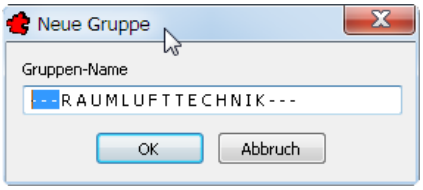

Bild 27.32 – Gruppen lassen sich durch geschickte Namensgebung hervorheben
- Stellen Sie dem eigentlichen Namen beispielsweise Bindestriche und/oder Leerzeichen voran, so hebt er sich unter den anderen Namen in der Liste hervor (Abb. 27.32).